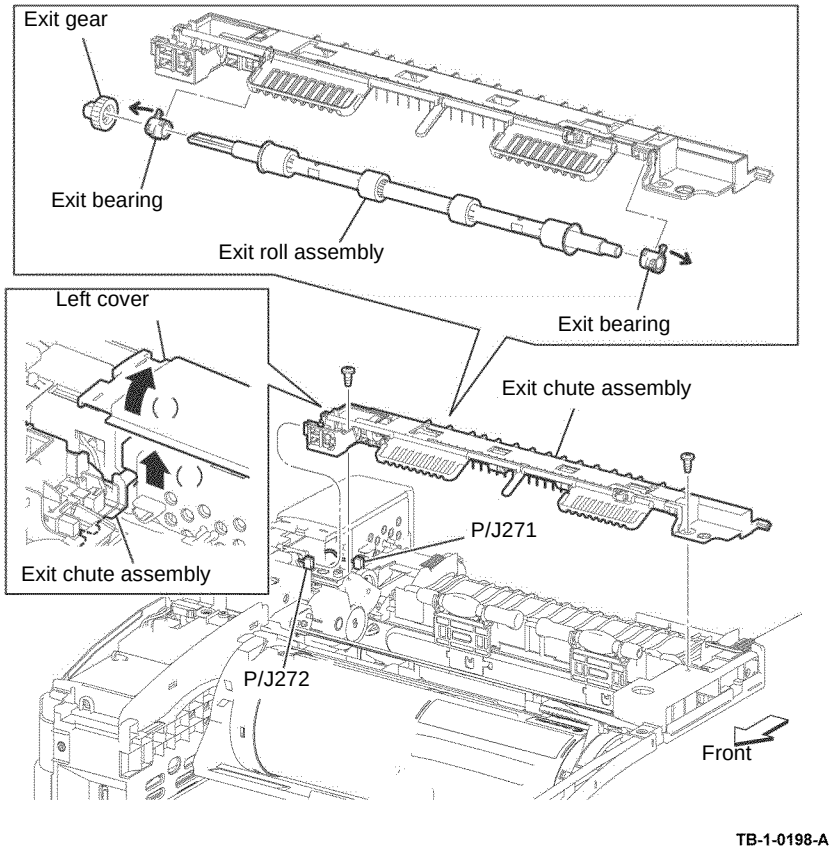

Figure 2 Exit chute assembly removal
14. Bend the left cover, release the two bosses of the exit chute assembly from the printer, then lift the exit chute assembly in the arrowed direction, Figure 2.
15. Disconnect P/J271 from the exit sensor, then remove the exit chute assembly, Figure 2.
16. Remove the exit gear. Release the hook that fixes the exit bearing, then remove the exit bearing and the exit roll assembly, Figure 2.